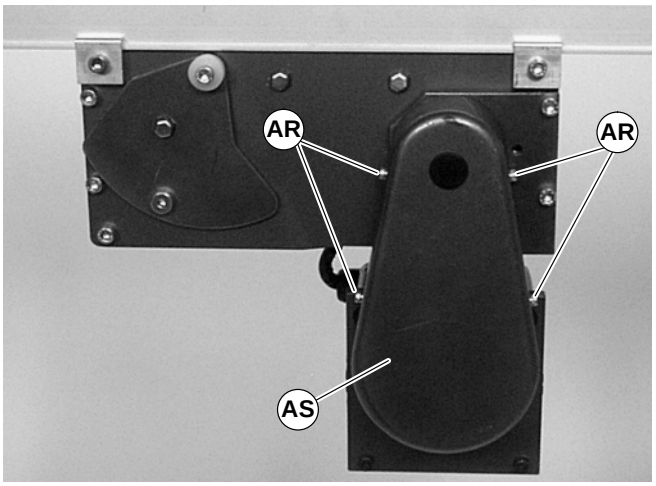

Abbildung 22
1. Schrauben der Abdeckung(AR siehe Abbildung 22) entfernen und Abdeckung (AS) abnehmen.